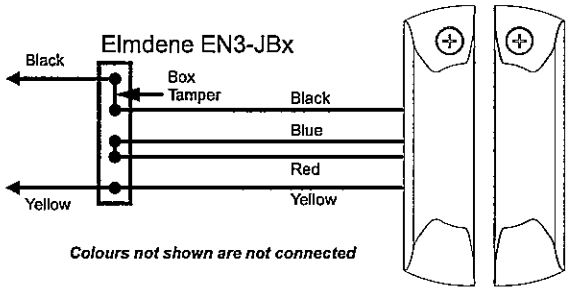

Figure 4
- Figure 4
- Fully supervised loop - Double leaf doors - Series mode connection — Figure 4